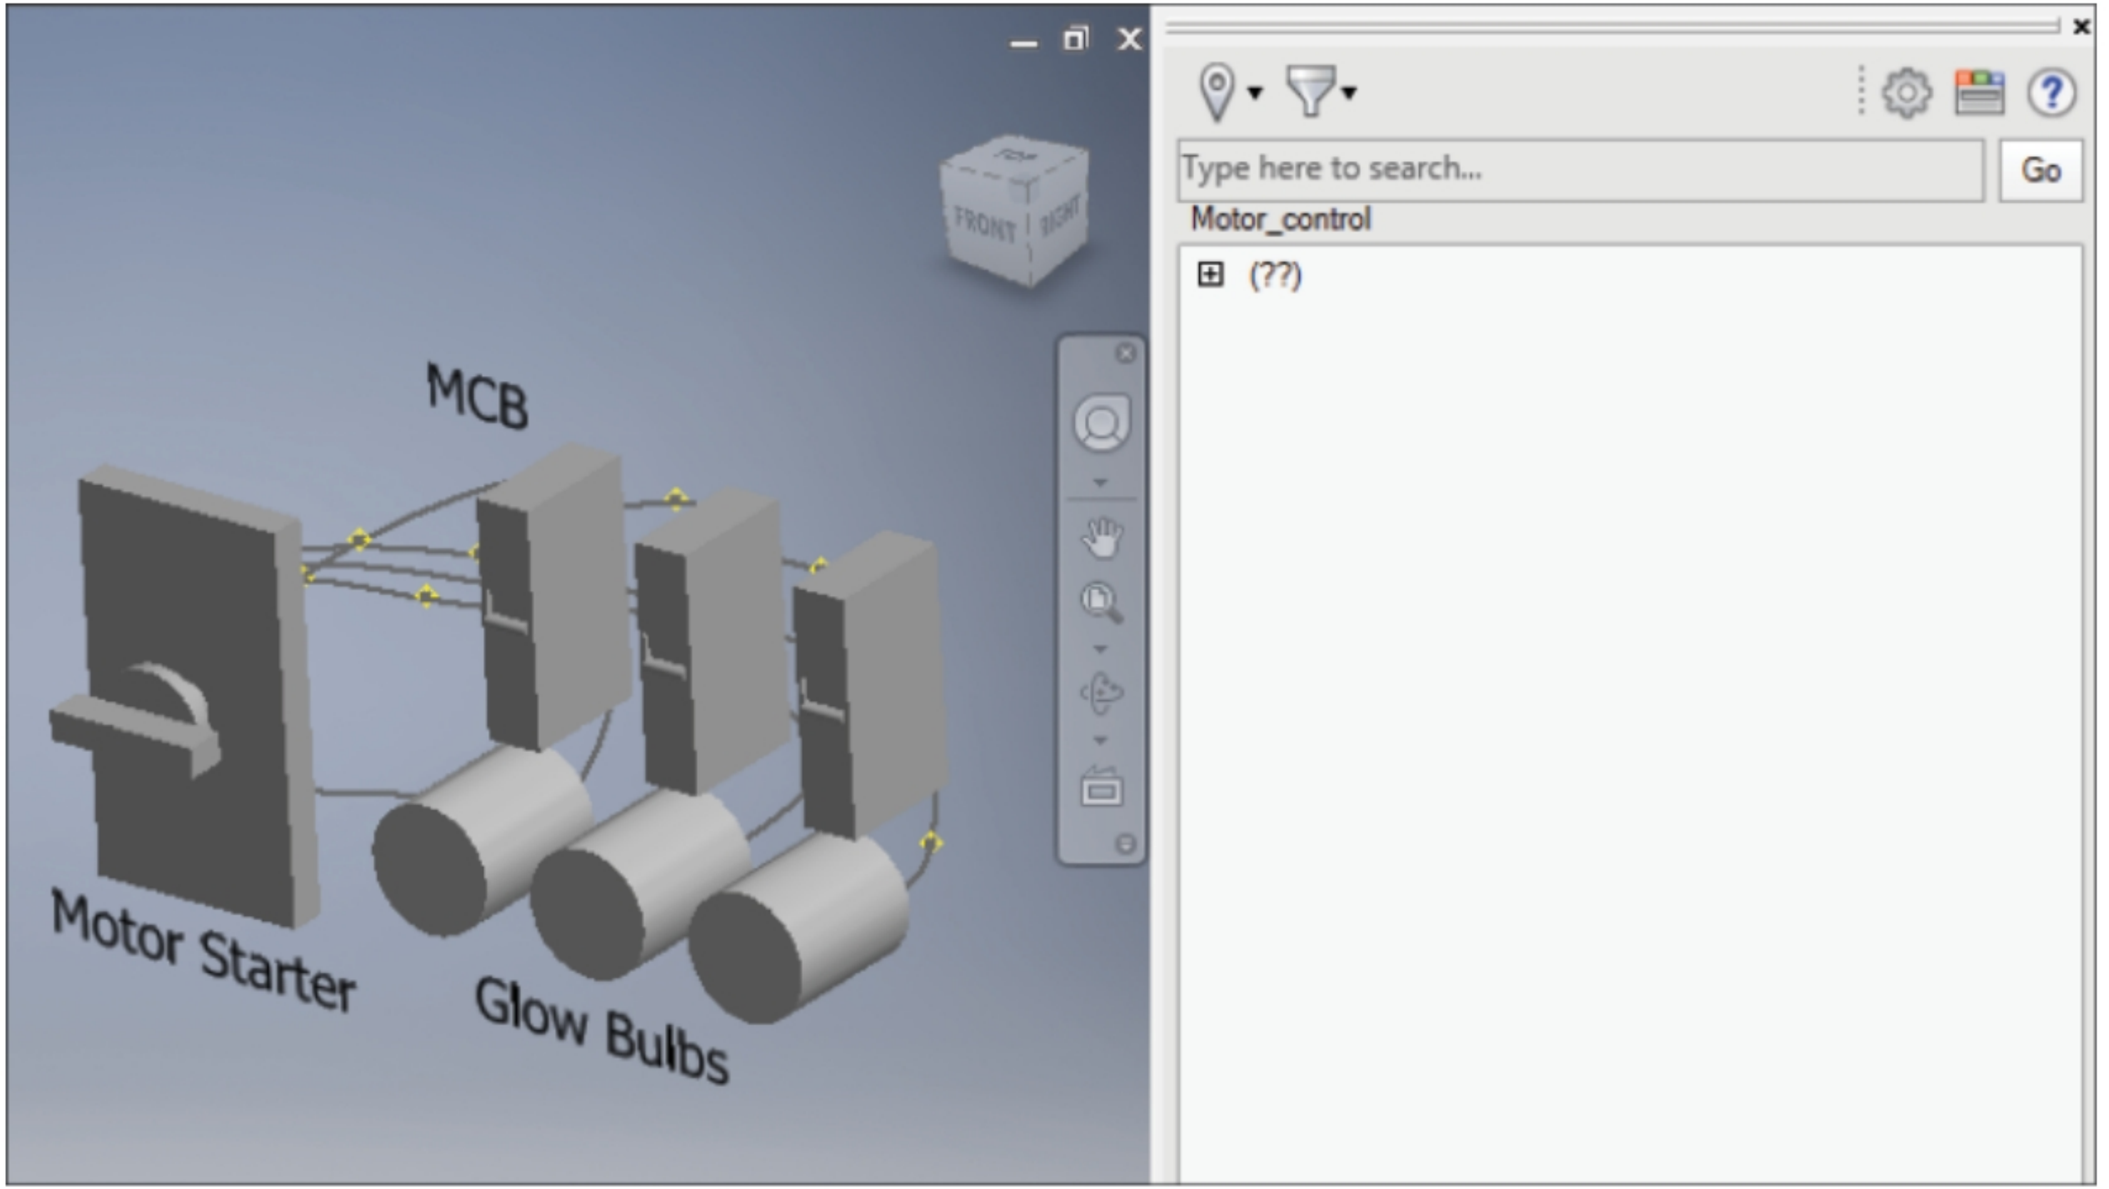

Figure-14. Location View pane
- Click on the **Close** button from the dialog box and then click on the **Location View** tool from the **Electromechanical** tab in the **Ribbon**. The **Location View** pane will be displayed at the right of the application window; refer to Figure-14.